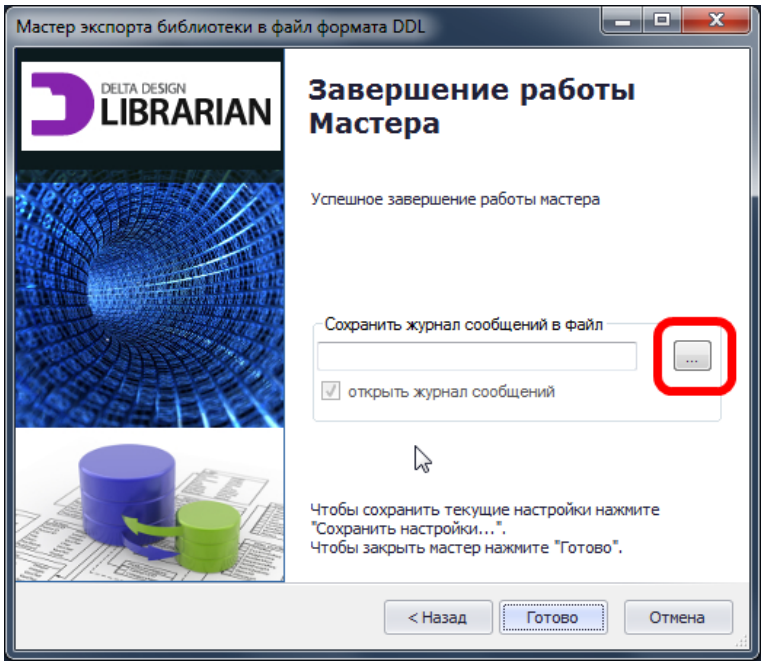

Рис. 118. Заключительное окно мастера экспорта
5. В заключительном окне экспорта предлагается создать и просмотреть файл, содержащий протокол экспорта, см. Рис. 118.
Для сохранения текстового файла с протоколом экспорта библиотеки нажмите кнопку ... - «Выбор» (отмеченную на Рис. 118). Если поле «Открыть файл протокола» отмечено флагом, то после завершения импорта